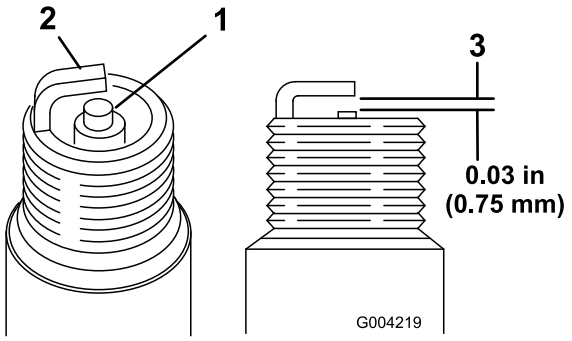

Figure 50
1. Examinez le centre des bougies (Figure 50). Si le bec de l'isolateur est recouvert d'un léger dépôt gris ou brun, le moteur fonctionne correctement. S'il est couvert d'un dépôt noir, c'est généralement signe que le filtre à air est encrassé.
2. Contrôlez l'écartement entre l'électrode centrale et l'électrode latérale (Figure 50).
3. Courbez l'électrode latérale (Figure 50) si l'écartement est incorrect.